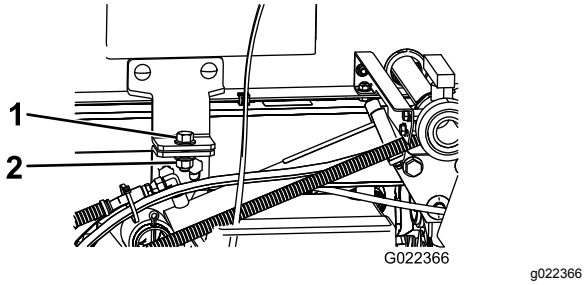

Figur 77
4. Fjern sikkerhetsboltene fra forsiden av plattformen (Figur 77).